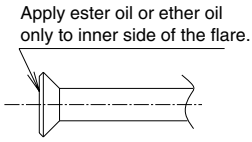

Fig. 7
- Apply ether oil or ester oil only to inner side of the flare when using flare nut connections and then turn 3 or 4 times by hand. **(Refer to Fig. 7)**